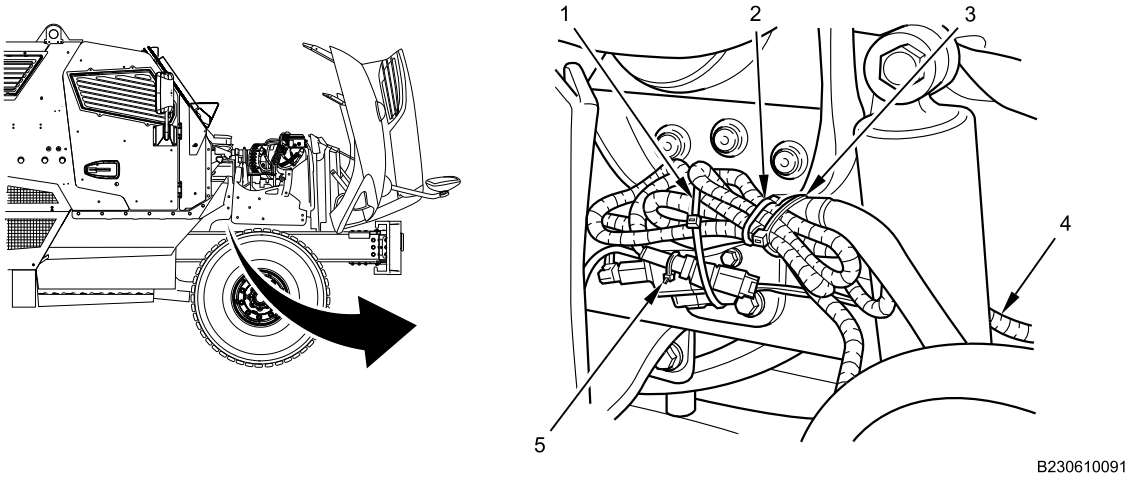

Figure 15. Right ABS Modulator Cable Lock Straps.
4. Install four new cable lock straps (Figure 15, Item 1, 2, 3 and 5) fastening forward chassis harness (Figure 15, Item 4) together.